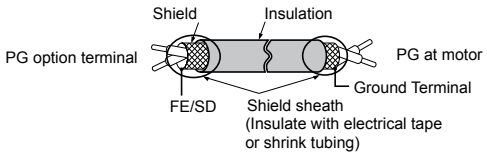
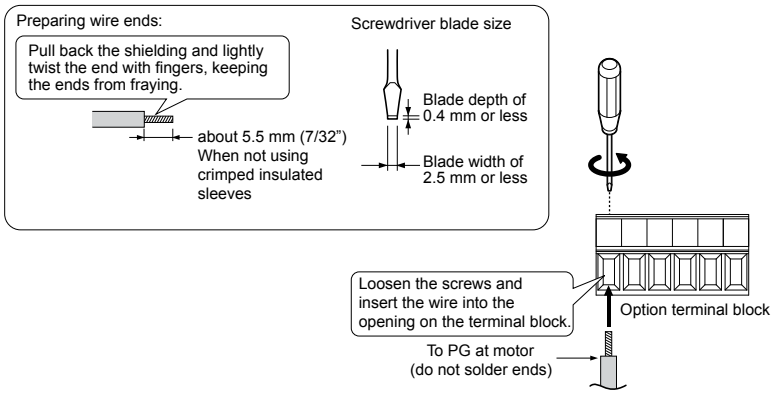

Figure 8.6 Preparing Ends of Shielded Cable
Figure 8.7 Preparing and Connecting Cable Wiring
2. There are two screw holes on the drive for use as ground terminals (H). When connecting three options, two ground wires will need to share the same drive ground terminal.
4. Prepare and connect the wire ends as shown in ***Figure 8.6*** and ***Figure 8.7***. ***Refer to Wire Gauges and Tightening Torques of PG-X3 Option on page 511*** or ***Refer to Wire Gauges and Tightening Torques of PG-X3 Option on page 511*** to confirm that the proper tightening torque is applied to each terminal. Take particular precaution to ensure that each wire is properly connected and that wire insulation is not accidentally pinched into electrical terminals.